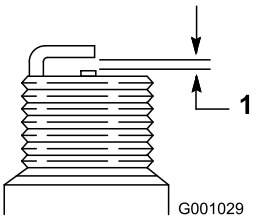

Figur 46
7. Still mellomrommet mellom elektrodene på en ny tennplugg til 0,76 mm (Figur 46).